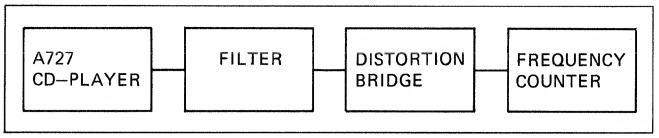

Fig. 4.13
-> fig. 4.13
- Montage de mesure selon fig. 4.13 avec filtre de mesure de distorsions à la sortie VARIABLE OUTPUT [27].